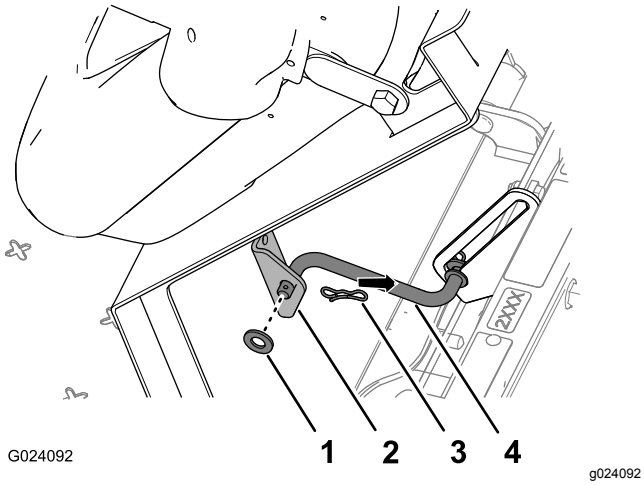

Figur 6
2. Afmonter låseclipsen, der fastgør støttepinden til beslaget i bunden af sædepladen (Figur 6).